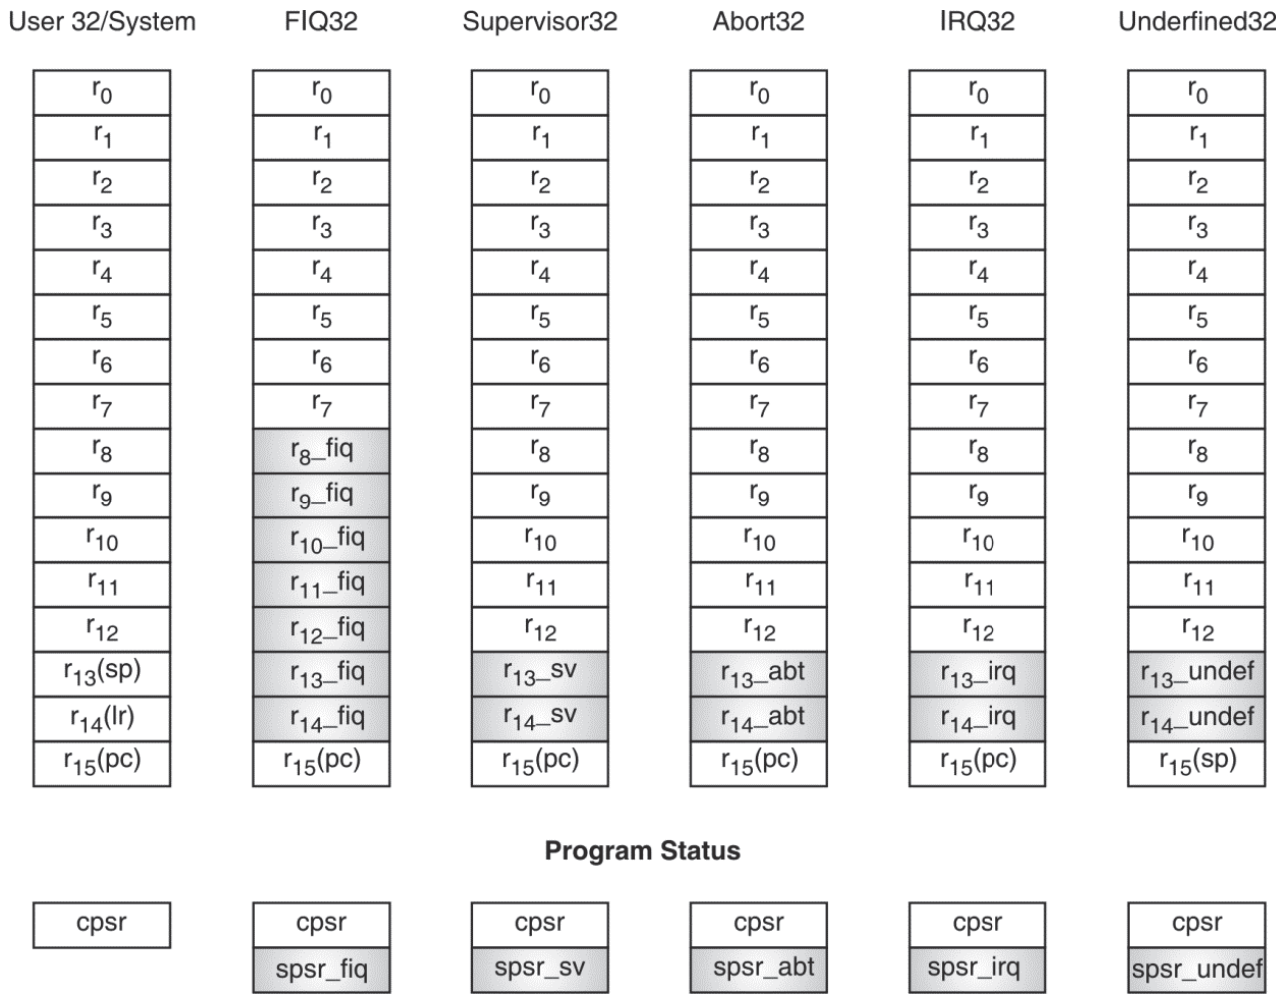

Fig. 2.4.1 : ARM programming model
- Fig. 2.4.1 shows the programming model of the ARM processor. The ARM processor has 37 thirty two bit registers.
- Fig. 2.4.1 shows the programming model of the ARM processor.
(1) General purpose registers
(2) Stack Pointer (SP-R13)
- Register R13 is a stack pointer as shown in Fig. 2.4.1.
(3) Link Register (LR-R14)
(4) Program Counter (PC-R15)
(5) Registers R0-R7
(6) Registers R8-R14
- Out of 37 registers, only 20 registers which are shown shaded in Fig. 2.4.1 are used as banked registers.
- Fig. 2.4.1 also indicates the mode of the bank registers. Banked registers of a particular mode are denoted by r number_mode Example abort mode has banked registers r13_abt, r14_abt and spsr_abt.